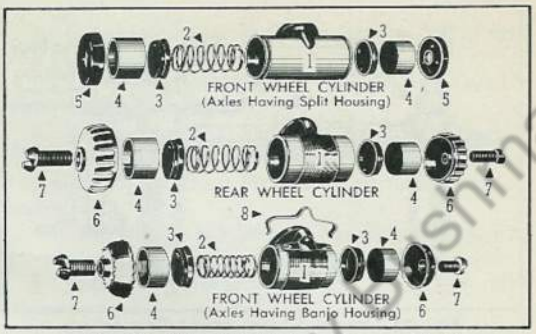

Fig. 28 Wheel Cylinders Disassembled
One wheel cylinder is used at each wheel. Vehicles using "Banjo" type front axle uses a different type wheel cylinder than is used on vehicles equipped with "Split" type axle housing. Rear wheel cylinder is same on both types of axles. Wheel cylinders are illustrated in Fig. 28.
C. To Disassemble Wheel Cylinder—Disassembly of wheel cylinders is as follows. Refer to Fig. 28 for reference numbers.
D. To Assemble Wheel Cylinder—During reassembly it is extremely important that all parts be clean and free of any abrasive; also, that each part be coated with hydraulic brake fluid. Refer to Fig. 28 for reference numbers.
2. Install piston return spring (2), piston cups (3), pistons (4), and end caps (6) or boot (5) in order illustrated in Fig. 28. Piston cups are installed with edge of cup toward spring. Flat surface of piston must be toward cups.